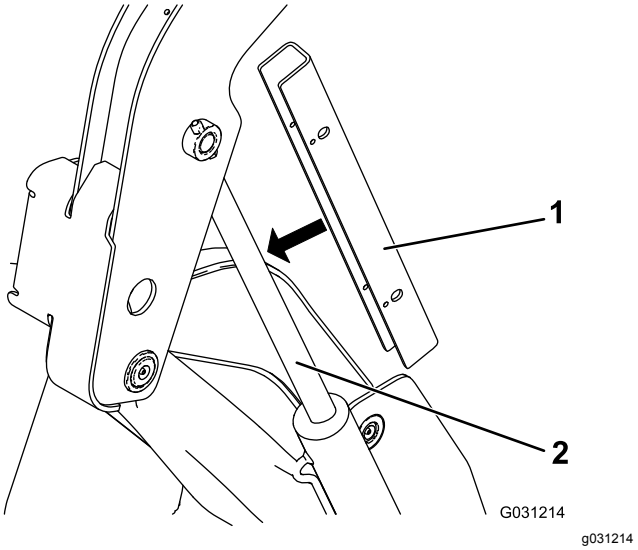

Rysunek 33
5. Nałóż blokadę siłownika na tłoczysko siłownika podnoszenia (Rysunek 33).